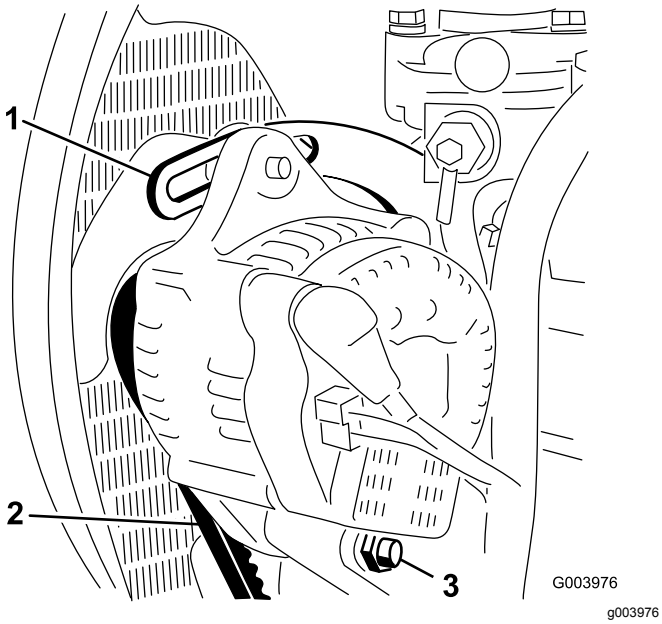

Figure 68
2. Contrôlez la tension de la courroie d'alternateur (Figure 68) en exerçant une force de 10 kg à mi-distance entre les poulies d'alternateur et de vilebrequin.
3. Desserrez le boulon de fixation du renfort au moteur (Figure 68), le boulon de fixation de l'alternateur au renfort et le boulon de pivot.